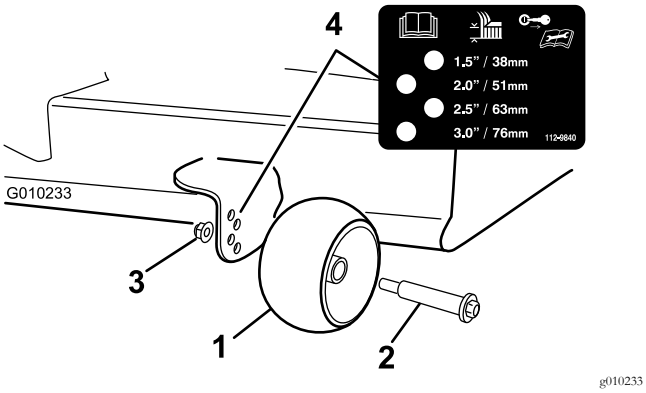

Figur 32
3. Justera antiskalvalsarna (Figur 32) så att de motsvarar närmaste klipphöjd.